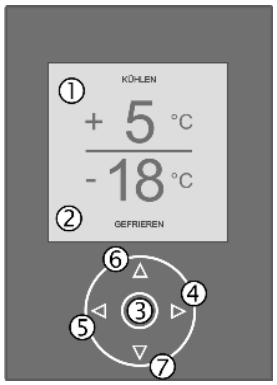

Fig. 3
- **Cursor nach oben bewegen:** Taste auf *Fig. 3 (6)* drücken.
- **Cursor nach unten bewegen:** Taste ab *Fig. 3 (7)* drücken.
- **Cursor nach links bewegen:** Taste links *Fig. 3 (5)* drücken.
- **Cursor nach rechts bewegen:** Taste rechts *Fig. 3 (4)* drücken.
- **weiterblättern:** Taste rechts *Fig. 3 (4)* drücken.
- **zurückblättern:** Taste links *Fig. 3 (5)* drücken.
- **Auswahl bestätigen:** Taste OK *Fig. 3 (3)* drücken.
- **Menü verlassen:** Taste links *Fig. 3 (5)* drücken.